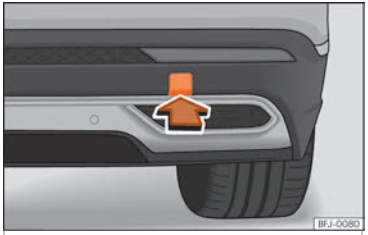

Fig. 100 En el lado derecho del paragolpes trasero: retirar la tapa.
El alojamiento de la argolla de remolque enroscable se encuentra en el lado derecho del paragolpes trasero detrás de una tapa ››› fig. 100. Los *vehículos equipados de serie con un dispositivo de remolque* **no** disponen de un alojamiento para la argolla de remolque enroscable detrás de la tapa. En este caso hay que extraer o montar el enganche de bola y utilizarlo para el remolcado ››› pág. 355, ››› ❗.
- Presione sobre la zona inferior de la tapa ››› fig. 100 para desencastrarla.